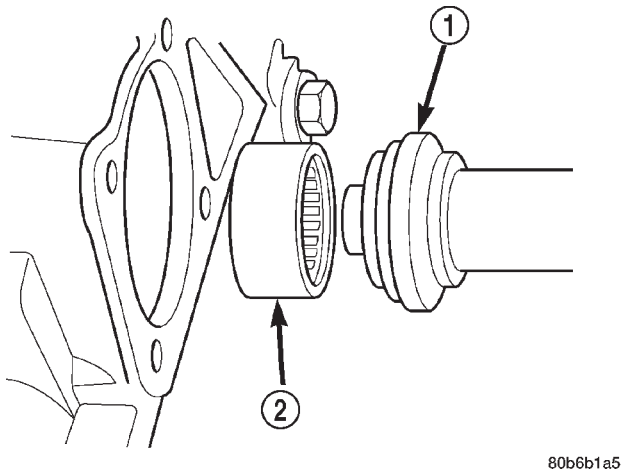

Fig. 14 Upper Pitman
(1) Install upper pitman shaft bearing, with Driver 8294 and Handle C-4171 (Fig. 14). Drive bearing into housing until the driver bottoms out.